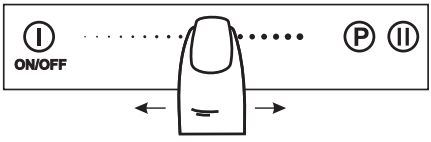

Рис.15
1. Работающую конфорку касанием зоны ② перевести в режим управления.
2. Коснитесь поверхности ④ - «скользящая кнопка» в районе требуемого режима нагрева конфорки и, при необходимости, перемещая палец, измените режим нагрева (рис. 15).